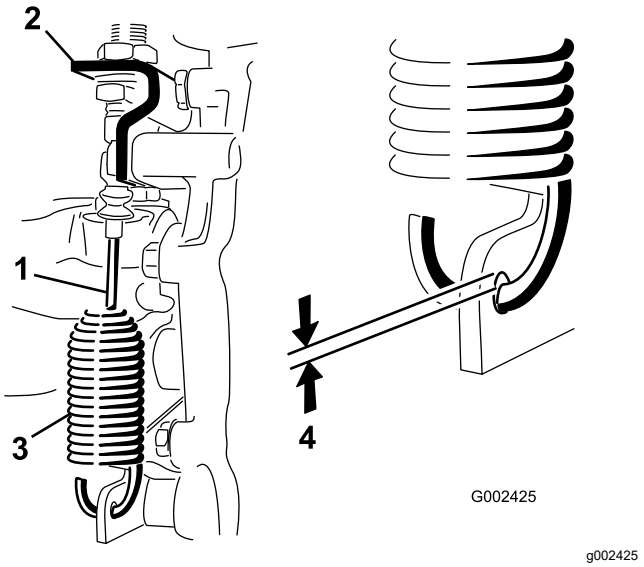

**Figuur 54**
2. Draai de contramoeren los waarmee de kabel van de differentieelgrendel vastzit aan de beugel op de transaxle (Figuur 54).